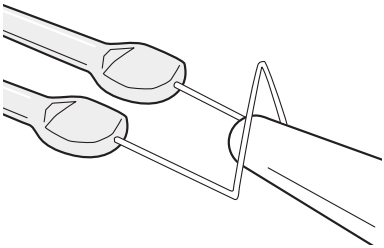

Fig. 15— Position pipette under the loop
8. Position the filament so the top of the looped end is in the field of view. Using the reticle, note the location of the inside edge of the filament. Move the filament, looped end up, closer to the objective until the looped end is out of view. This allows the pipette to be placed under the filament and still be in the field of view (Fig. 15).